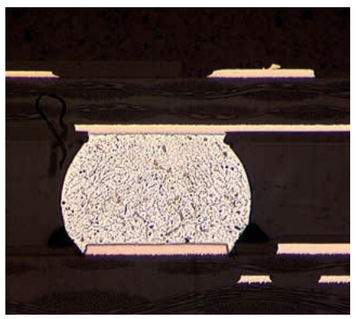

Fig.1: As polished section through solder ball connection between copper conducting tracks in PCB. Bright field, 100x.
- Soldering (Fig.1) and brazing (Fig. 2) in-volve melting a material with lower melting point between the work pieces to form a bond between them, without melting the work pieces.